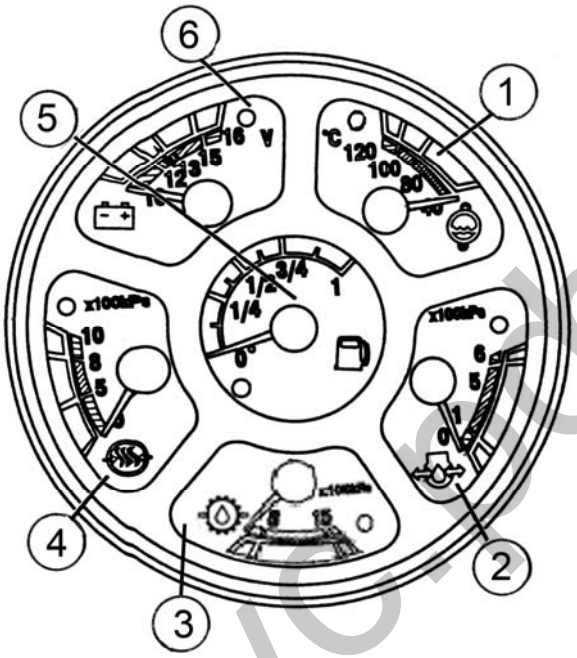

Рис. 9 Комбинация приборов
2. Указатель температуры (1), рис. 9, работает в комбинации с терморезисторным датчиком температуры (ВК1) типа (ДУТЖ- 02М, диапазон сопротивления 243…22,5 Ом).